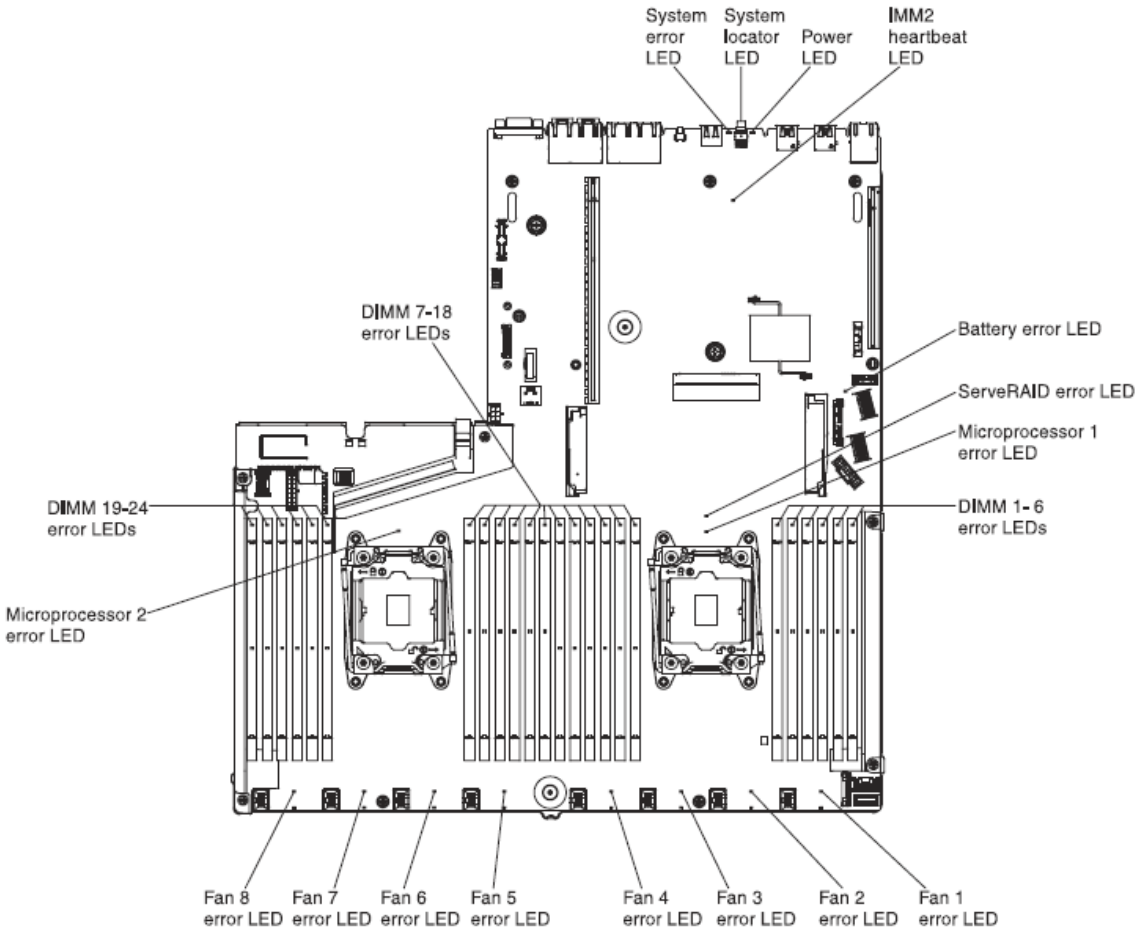
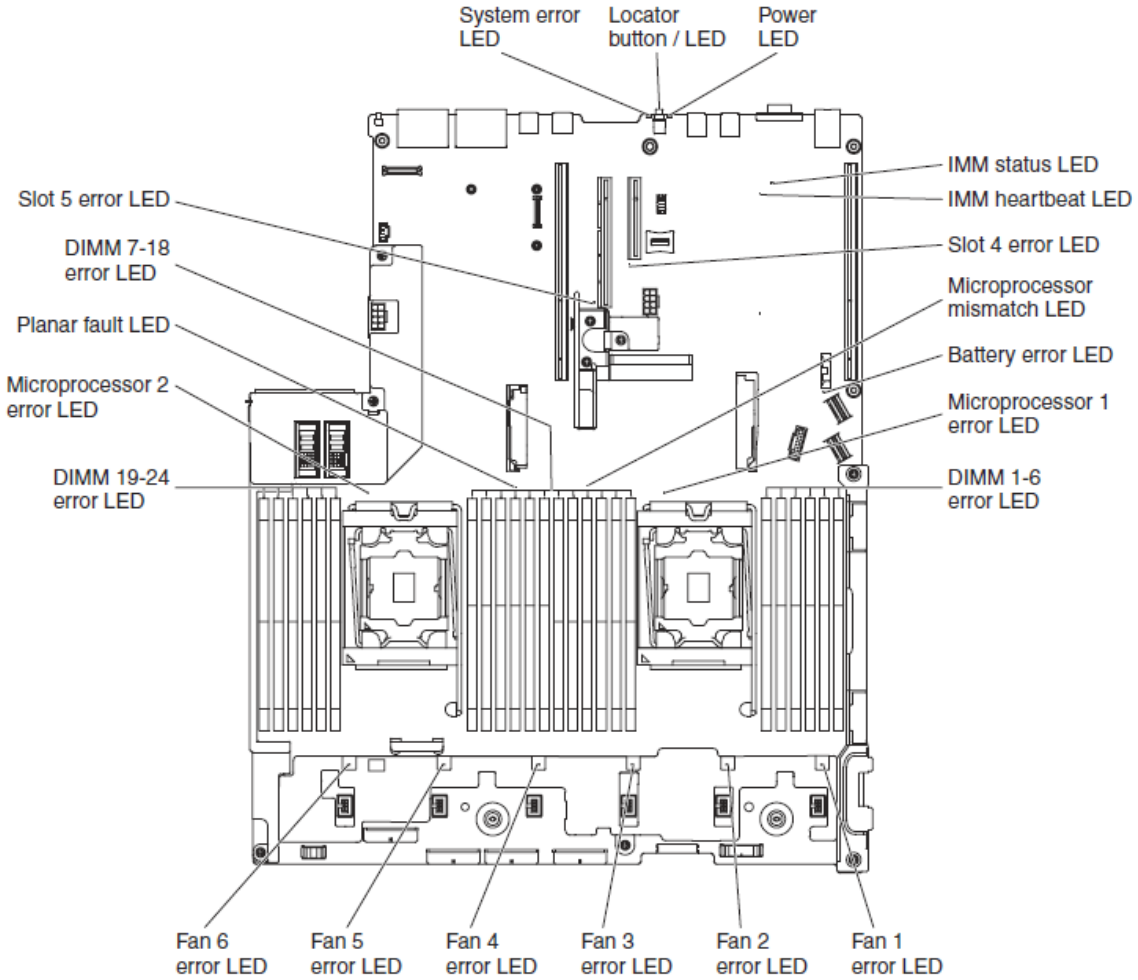

**Figure 37: The x3550 M5 internal LEDs on the system board**
**Figure 38: The x3650 M5 internal LEDs on the system board**
**Figure 37** shows the x3550 M5 internal LEDs on the system board. **Figure 38** shows the x3650 M5 internal LEDs on the system board. Users can check these internal LEDs to locate the source of the error in the system.